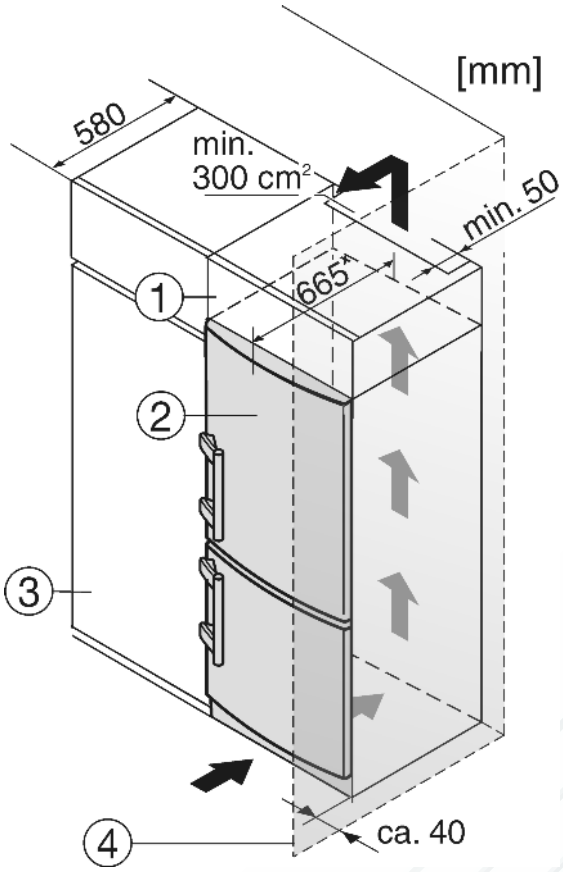

Fig. 9
Устройство может быть окружено предметами кухонной обстановки. Чтобы уравнять устройство *Fig. 9 (2)* по высоте с кухонной стенкой, можно установить над устройством соответствующий дополнительный шкафчик *Fig. 9 (1)*.
При комбинировании с кухонными шкафами (глубина макс. 580 мм) устройство можно установить непосредственно рядом с кухонным шкафом *Fig. 9 (3)*. Устройство выступает сбоку на 70 мм [x] и по центру на 85 мм [x] относительно передней стенки кухонного шкафа.
Если устройство установлено на шарнирах у стены *Fig. 9 (4)*, то расстояние между устройством и стеной должно быть не менее 40 мм. Настолько выступает ручка при открытой дверце.